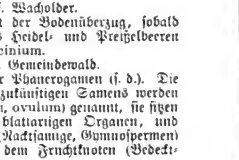
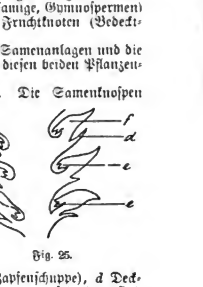

Fig. 25.
Fig. 26.
I. Gymnospermen. Die Samenknospen erscheinen als kleine Gewebehöcker am Grunde der sogen. Fruchtschuppen, der spätern Zapfenschuppen. Fig. 25 stellt einen Teil des Durchschnittes durch eine weibliche Blüte eines Nadelholzes, z. B. der Kiefer, dar. *f* ist Fruchtschuppe (später verholzt Zapfenschuppe), *d* Deckschuppe (am Tannenzapfen gut zu sehen), *e* sind je 2 Samenknospen, deren Mikropylen (s. unten) nach unten gerichtet sind. Eine der Samenknospen ist in Fig. 26 vergrößert (schematisch) dargestellt. Sie besteht anfangs aus einem gleichmäßigen Gewebe dünnwandiger Zellen, später kann man eine äußerste Schicht, Integument *i*, und einen innern Teil, Knospenkern *kk*
Nach der Befruchtung beginnt in der Eizelle *or* eine lebhafte Zellteilung, die zur Ausbildung des Embryos führt, es wächst ferner das Endosperm *end* und verdrängt schließlich das gesamte Knospenkerngewebe *kk*; das Integument verholzt und wird zur Samenschale *s*. Aus der Samenknospe Fig. 26 ist so der Same, wie ihn Fig. 27 schematisch darstellt, entstanden. Der junge Embryo *em* läßt die Anlage der Wurzel *w*, des Stammes, der Vegetationsspitze (Knöspchen) *v* und der ersten Blätter (Kotyledonen) *c* erkennen. Die Ernährung während der Keimung und der ersten Entwickelung geschieht durch das Endosperm *end*. Die Kotyledonen bleiben mit ihren Spitzen eine Zeit lang im Samen stecken und saugen die im Endosperm enthaltenen und vorzugsweise aus Pflanzeneiweiß (Protein) bestehenden Stoffe auf. Der Same selbst wird bei vielen Arten geflügelt dadurch, daß eine Gewebeschicht von der Fruchtschuppe sich loslöst. Fruchtschuppen und Deckschuppen verholzen bei ihrer späteren Entwickelung und bilden dann den sogenannten Zapfen, mit Ausnahme von Taxus und Wacholder. Bei ersterem findet überhaupt keine Zapfenbildung statt, es entsteht nur durch Wachstum einer ringförmigen Zone am Grunde der Samenknospe ein fleischiger Mantel, Arillus (s. d.); bei letzteren verwachsen die stets in der Dreizahl vorhandenen Fruchtblätter miteinander, bleiben fleischig und bilden den sogen. Beerenzapfen.